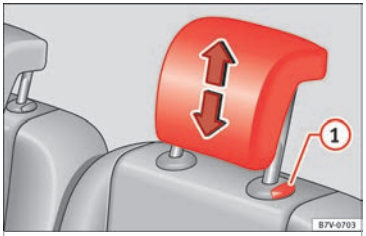

Fig. 150 Adjust the head restraints in the second or third row of seats
- Raise the head restraint in the direction of the arrow or lower it ››› **Fig. 149** or ››› **Fig. 150** (1) with the button pressed ››› ⚠ **in Removing and installing the head restraints on page 146**.